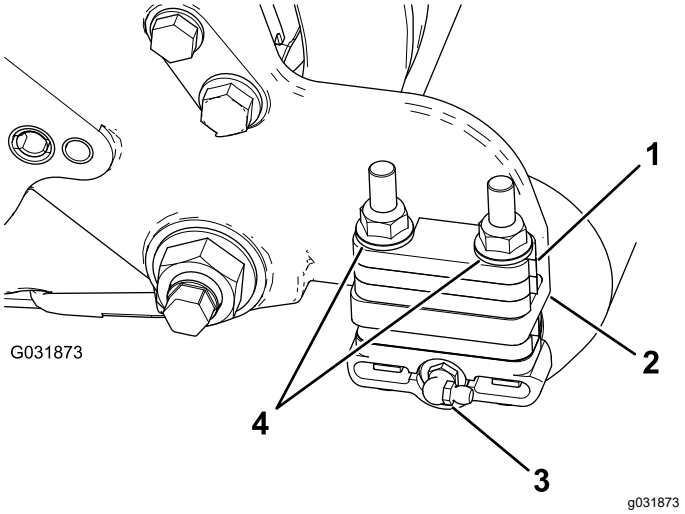

Figur 9
1. Fjern smøreniplen til rullen fra den side af klippeenheden, rullebørstehuset sidder på (Figur 9).
3. Fjern de to flangelåsemøtrikker, der fastgør hver rulleholder til sidepladerne (Figur 9).